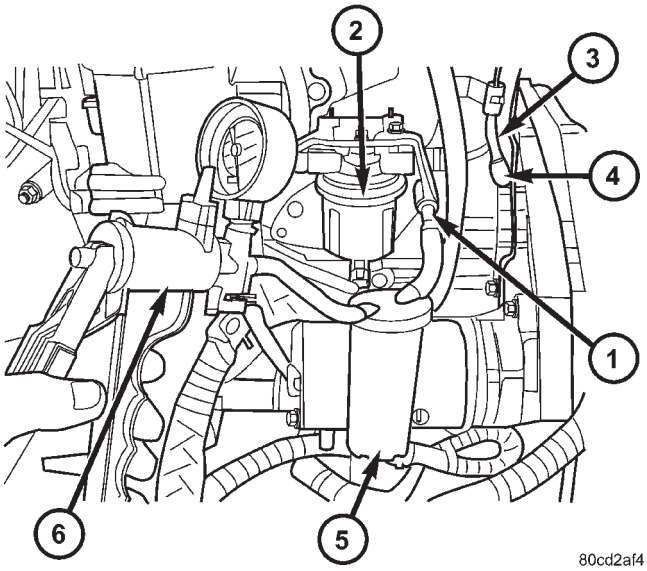
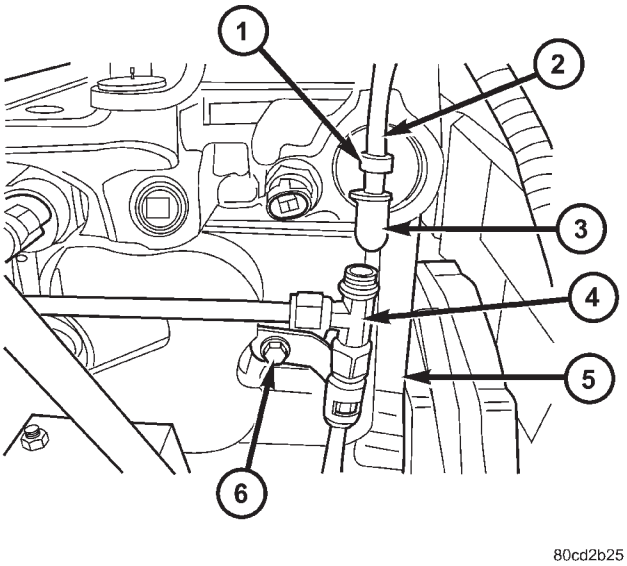

Fig. 4 VACUUM PUMP INSTALLED TO FUEL LINE
Fig. 8 ″T″ FITTING - TOP DISCONNECTED
(1) Be sure water drain valve is securely closed.
(2) Examine all engine fuel system components, fittings, lines and hoses for visual evidence of fuel leakage. Repair as necessary.
(3) Install 5/16” rubber cap to fuel return line on engine (Fig. 4).
(4) Install hand-operated vacuum pump to fuel supply line on engine (Fig. 4).
(5) Perform vacuum test. Be careful not to allow liquid fuel to get into your hand-operated vacuum pump.
(6) Vacuum holds ? End of test; no leaks found on engine.
(7) Vacuum leak ? Proceed. The following tests will isolate the component that is leaking.
(1) Leave vacuum pump attached to fuel supply line (Fig. 4).
(2) Position rubber hose and 2 clamps to VP-44 drain line. Install test port fitting and fuel drain line to VP-44 pump. Tighten test port fitting to 24 N·m (18 ft. lbs. or 212 in. lbs.) torque. Position 2 hose clamps to rubber hose.
(3) Loosen, but do not remove, fuel line support bracket bolt (Fig. 8).
(4) Disconnect and separate fuel drain line at top of “T” fitting (Fig. 8). To plug / seal system, install 3/8” rubber cap to this disconnected line (Fig. 8).
(6) Vacuum leak ?
(1) Remove rubber 3/8” sealing cap and reconnect / tighten fuel drain line to top of “T” fitting (Fig. 8).